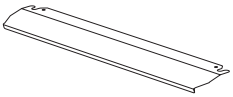

Figura 29
1. Un panel de seguridad está diseñado para proteger el panel de mandos y los botones cuando el horno está en modo de cocinar a la parrilla. (figura 29)